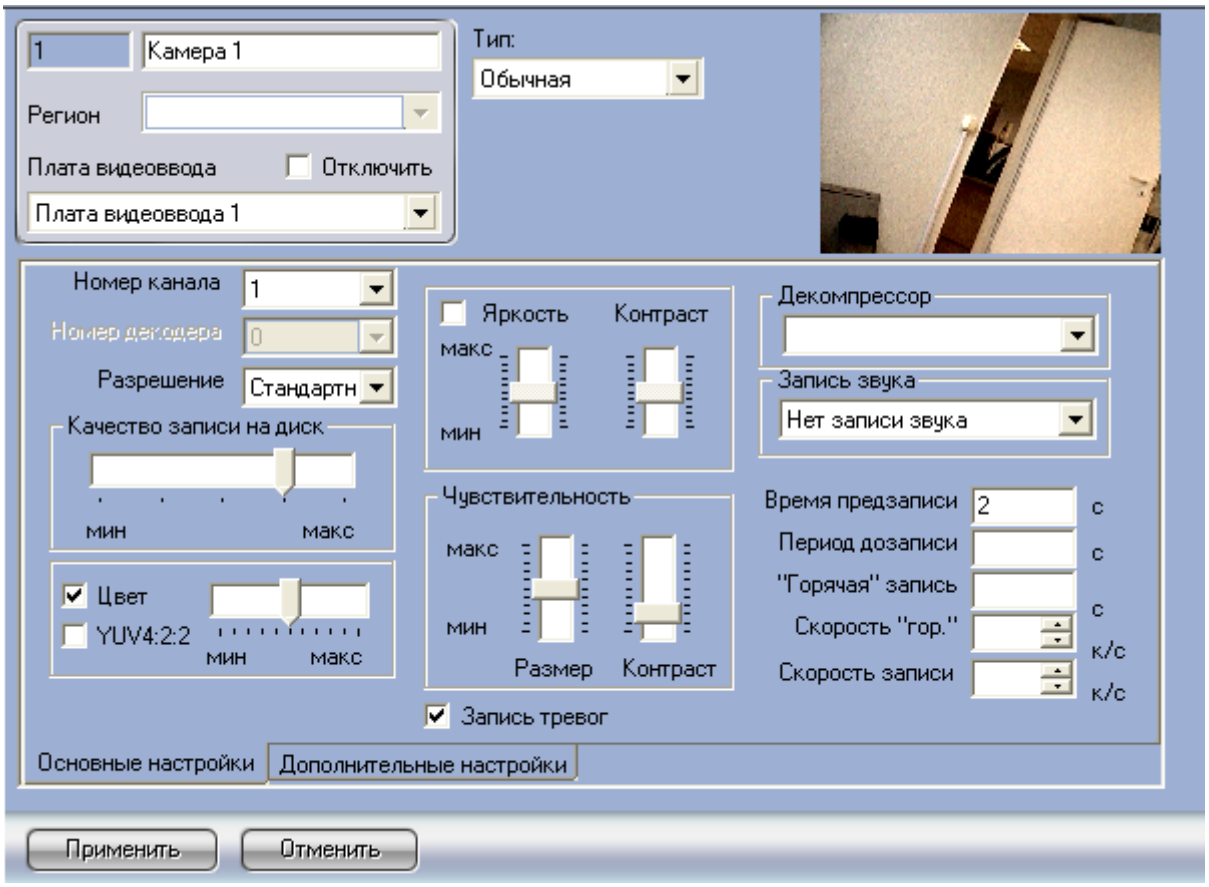

Рис. 5.4—9 Настройка Время предзаписи на панели настройки объекта Камера
Внимание! При настройке параметров Откат, Число кадров и Интервал (Рис. 5.4—8) следует проконтролировать настройку видеокамеры, с которой будут передаваться видеокадры, а именно параметр Время предзаписи (Рис. 5.4—9). Время предзаписи должно быть большим или равным времени отката.
13. В поле **Длина (сек.)** водится размер передаваемого видеофрагмента (для режима *передача видеофрагмента*) – (Рис. 5.4—10, 1).